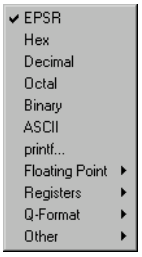

**Figure 5-27 Formats available for displaying registers**
**Format** Select **Format** to see a list of all the available formats in which you can display the item currently selected in the Registers processor view, as shown in Figure 5-27.